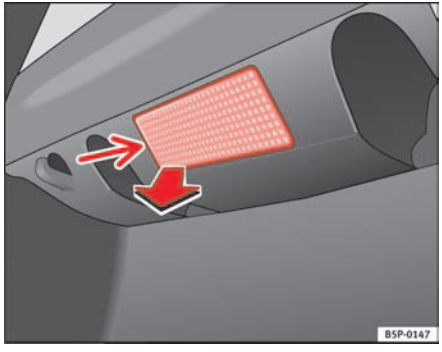

Fig. 167 Luggage compartment light
– Extract the tulip shaped fitting by pressing on the lower edge of this -arrow- using the flat side of a screwdriver ⇒ fig. 167.